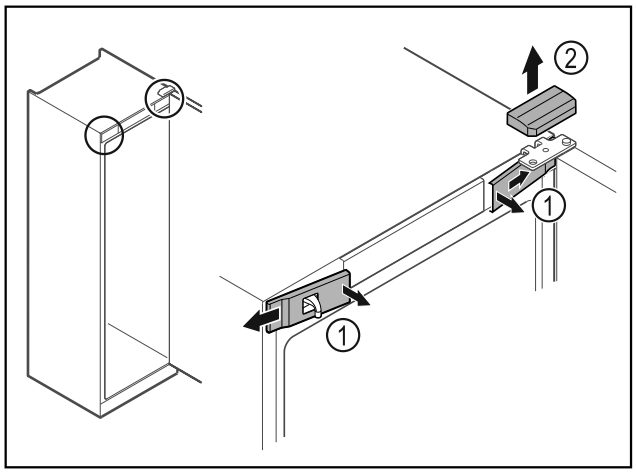

Fig. 2
▶ Deblocați apărătorile frontale din interior *Fig. 2 (1)* și detașați-le în lateral.
▶ Scoateți în sus *Fig. 2 (2)* apărătoarea.